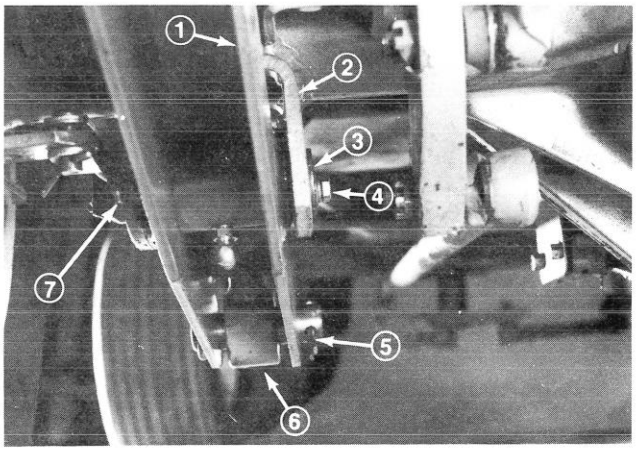

Figure 2
2. Slide frame under traction unit, align frame holes with axle bracket holes, insert pivot pins (provided with traction unit) and secure with capscrews, flatwashers, lockwashers and cotter pins (Fig. 2).
3. Align frame holes with hydraulic cylinder rod hole, insert pin and secure with cotter pins (Fig. 2).